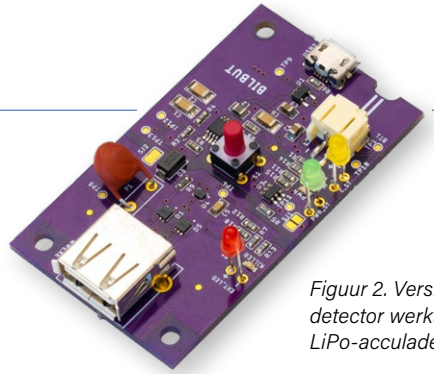

Figuur 2. Versie 1 van de USB-killer-detector werkt op batterijen en bevat een LiPo-acculader plus boost-converter.
1. Een draagbare accugevoede versie die je overal mee naartoe kunt nemen (**figuur 2**). De schakeling bezit een LiPo-acculader en een boost-converter om de accuspanning om te zetten in 5 V voor de USB-stick.